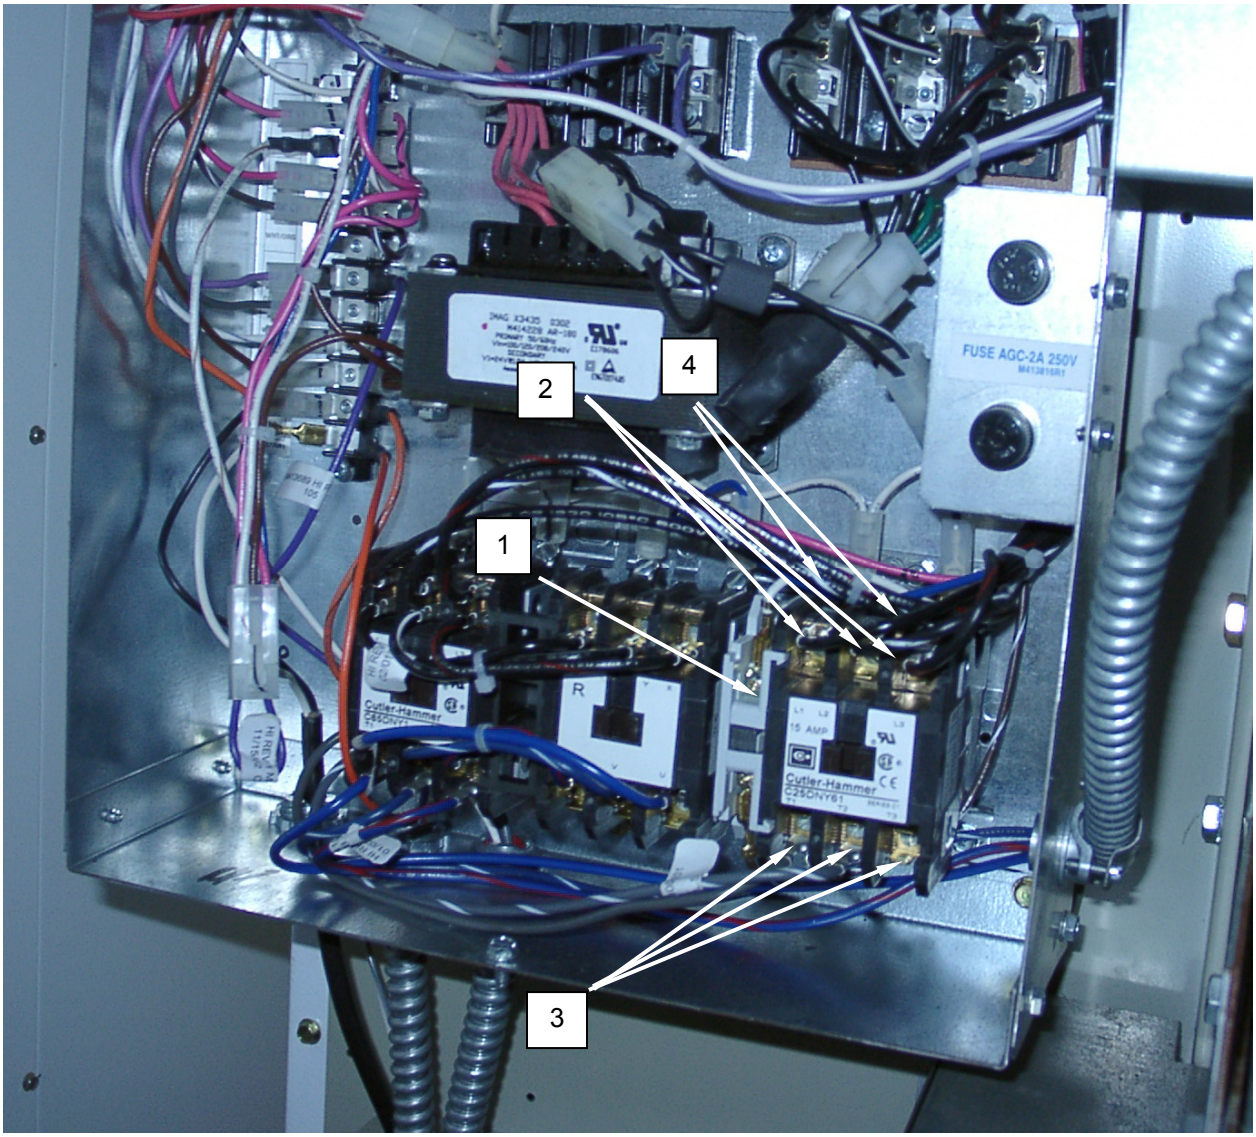

Figure 1. Test the Fan Contactor.
5. Check for 210 VAC across primary terminals L1, L2, and L3 **(Figure 1, Item 2)**. If no voltage is present, refer to WP 0010 for dryer troubleshooting procedures.
6. Use a voltmeter to check for 210 VAC across secondary terminals T1 and T2 **(Figure 1, Item 3)**.
8. Disconnect the white and red wires **(Figure 1, Item 4)** from the contactor control circuit, and use an ohmmeter to test for 3 to 5 ohms across the two terminals. Replace an open contactor.
9. Reconnect the white and red wires **(Figure 1, Item 4)** to the contactor control circuit terminals.